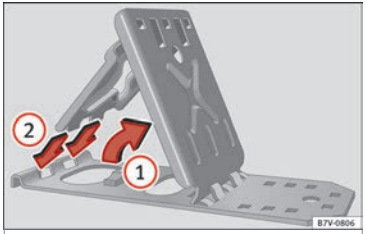

Afb. 101 Vouw de opvouwbare wiggen uit.
- Til de steunplaat op ››› **afb. 101** (1).
- Plaats de twee "bevestigingsranden" van de bevestigingsplaat in de lange openingen van de onderplaat (2).